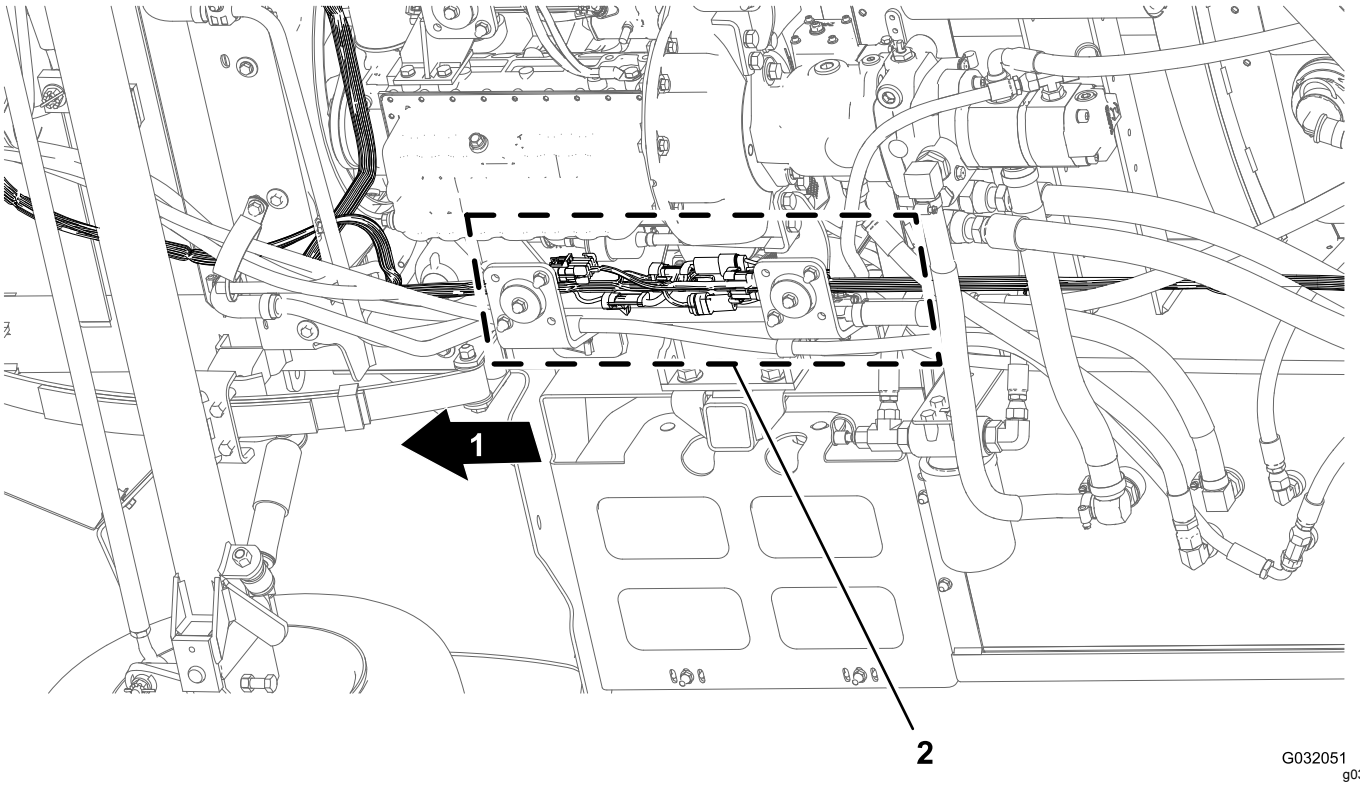

Figuur 28
1. Zoek onder de machine, naast de rechter framebuis, de connectors voor de voorste en achterste kabelbomen van de machine (Figuur 28).